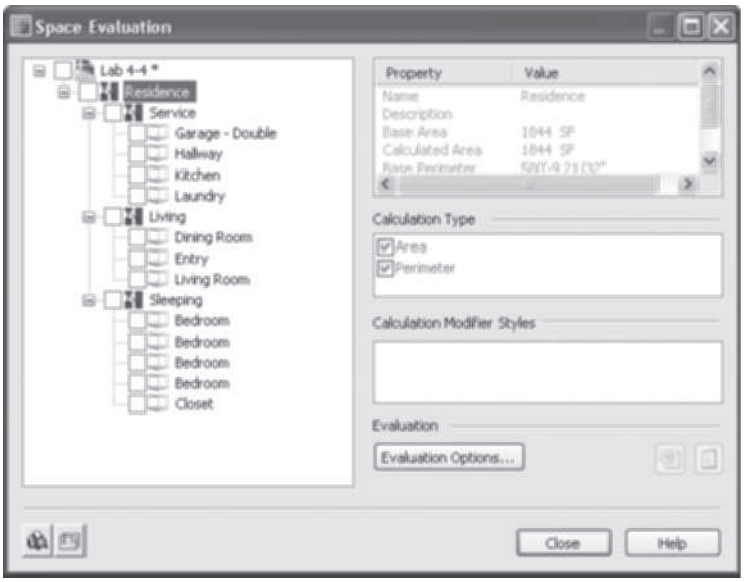

FIGURE 4.43 *Space Evaluation dialog box*
23. Select the **Residence** category to determine the total area of the plan at this point in the design. You can choose each category to determine the space total per category as shown in Figure 4.43.